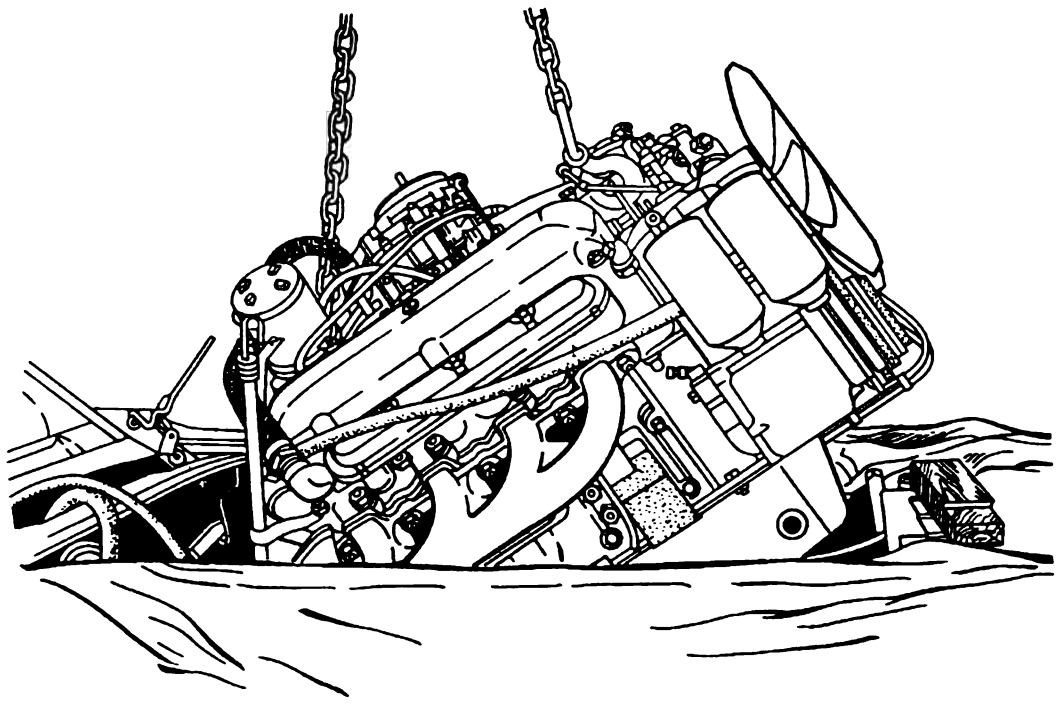

Рис. 48. Снятие двигателя с автомобиля
14. Приведите в действие подъемник и медленно поднимите переднюю часть двигателя, одновременно выводя вперед заднюю часть агрегата через полость между передком кузова и балкой передней подвески (рис. 48).